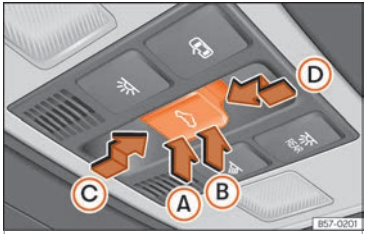

Fig. 89 Dans le ciel de pavillon : touche du toit ouvrant.
La touche ›› fig. 89 présente deux niveaux. Le premier niveau permet de situer le toit en position déflectrice, d'ouvrir ou fermer entièrement ou partiellement le toit ouvrant.
- *Toit ouvrant :* dans les 5 secondes à partir de l'activation de la fonction anti-pincement, appuyez sur la touche ››› fig. 89 jusqu'au deuxième niveau dans le sens de la flèche ››› fig. 89 Ⓓ jusqu'à ce que le toit se ferme complètement.